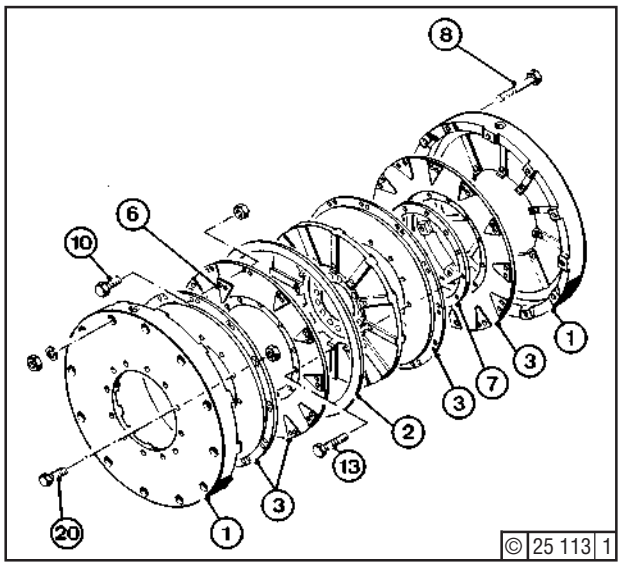

Fig. 2
Remove hex. bolts (8) - Fig. 2 - and hex. plates (1). Now unscrew hex. bolts (13) and take off threaded ring (7). The four damping discs (3) - two of each fastened together to form a pair - can now be removed, and also the ring (2).